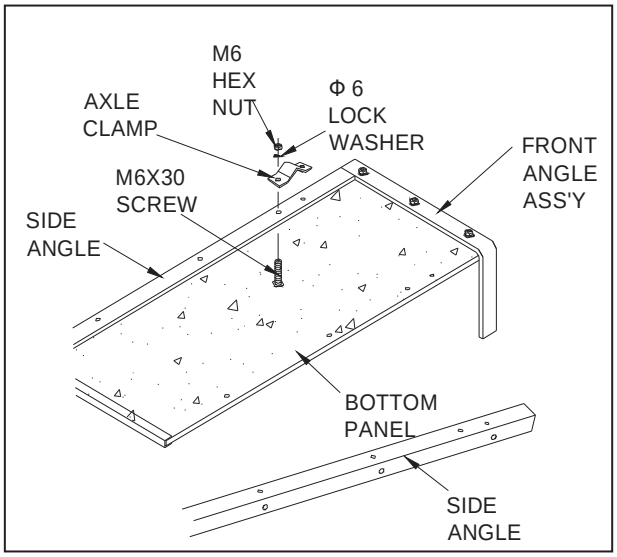

FIGURE 3
3. Turn the front angle assembly and bottom panel upside down as shown in figure 3.
4. Lay the two side angles on the bottom panel so that the two holes for the axle clamps are closer to the front angle assembly. See figure 3.
5. Secure both axle clamps to the side angles and the bottom panel using four M6X30 screws, lock washers and hex nuts. **Only finger tighten until axle is assembled**. See figure 3.